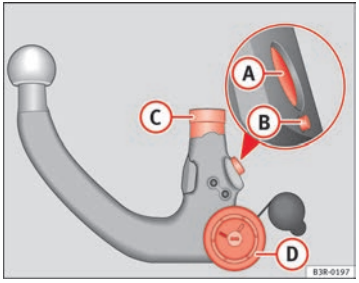

Fig. 155 Removable towing bracket: Ball joint
– Check the locking pin (A), release pin (B), shaft section (C) and knob (D) ⇒ page 198, fig. 155 on the ball joint to make sure they are clean and undamaged.